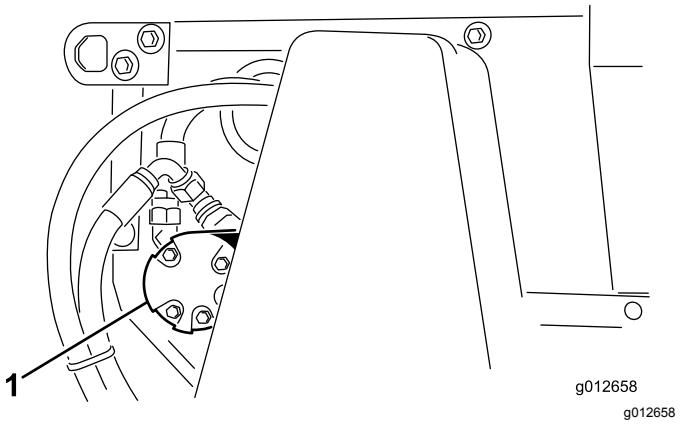

Rysunek 38
2. Poluzuj nakrętki mocujące silnik szczotki (Rysunek 38) po lewej stronie maszyny.